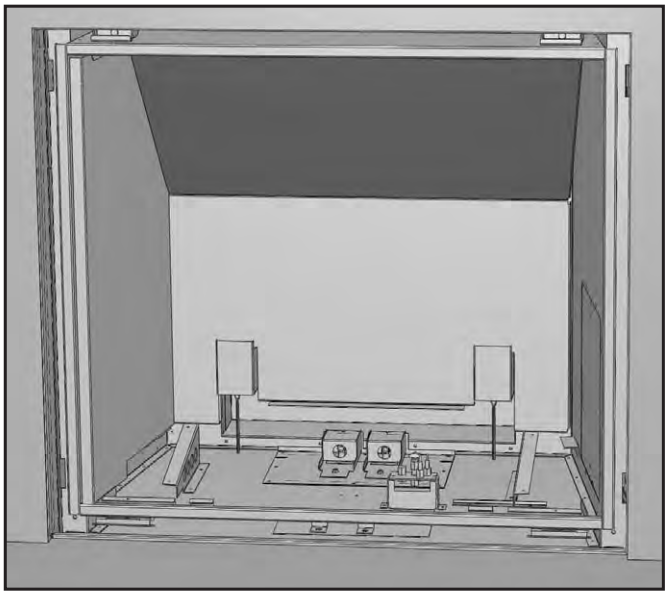

Figure 97: Top Porcelain Panel in Place.
5. Install the Top Panel by placing it on top of the Rear Panel and behind the Left Panel (see Figure 97). Hold it with one hand or have someone else hold it for you while you place the last panel. WARNING: If this panel falls from this location it will possibly break or the paint work will become chipped.